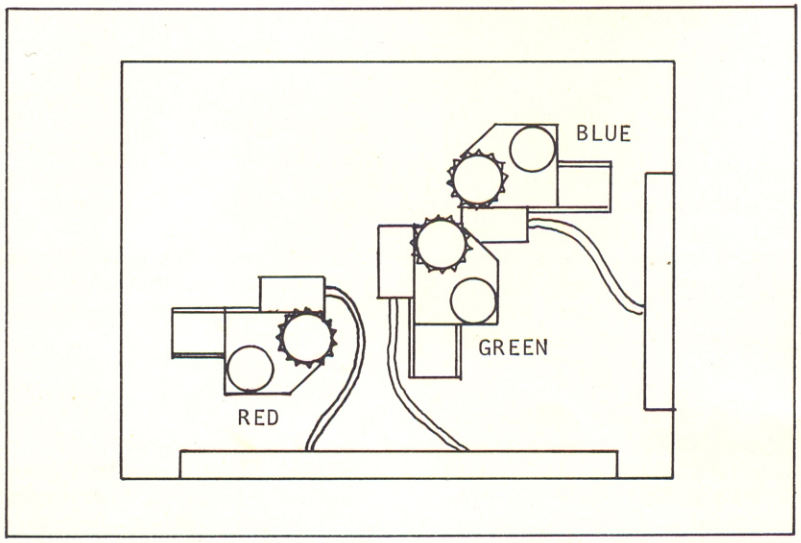

Figure 12. Proper Orientation of Printer Light Valves
c. Orient each valve assembly according to figure 12. By opening optical compartment door for backlight, mounting holes in the valve and the plate can be lined up. (Hold each valve in place by hand until screws are drawn up finger-tight).